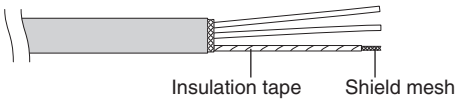

Fig. 4-10
(2) Unbraid the braided shield carefully and twist the unbraided shield wires tightly together. Insulate the shield wires by covering them with an insulation tube or wrapping insulation tape around them. (Fig. 4-10)